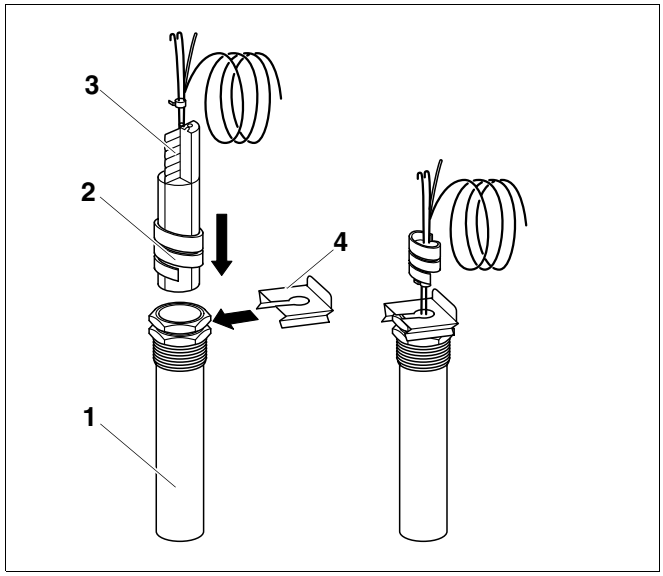

Afb. 65 Dompelhuls
- Steek de temperatuurvoeler tot aan de aanslag in de dompelhuls (afb. 65, **pos. 1**, meetpunt).
- De kunststofspiraal (afb. 65, **pos. 2**) schuift daarbij automatisch naar achter. De compensatieveer (afb. 65, **pos. 3**) moet mee in de dompelhuls (afb. 65, **pos. 1**) geschoven worden.
- Druk de voelerzekering (afb. 65, **pos. 4**, leveringsomvang regeltoestel) zijdelings of langs boven op de kop van de dompelhuls.